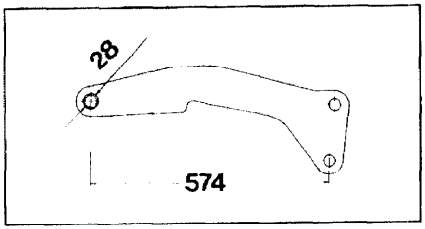

Fig. 9
1. Tragarme (Fig. 9) für Kreiselgrubber KG, Kreiseleggen KE und KE-SPECIAL.